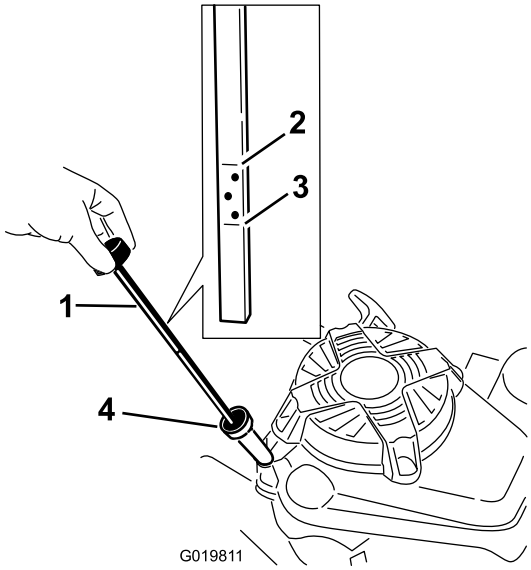

Figur 4
3. Hvis krumtaphuset er tomt, påfyldes olie gennem påfyldningsrøret, indtil ca. 3/4 af krumtaphuset er fyldt (Figur 4).
6. Aflæs oliestanden på målepinden (Figur 4).